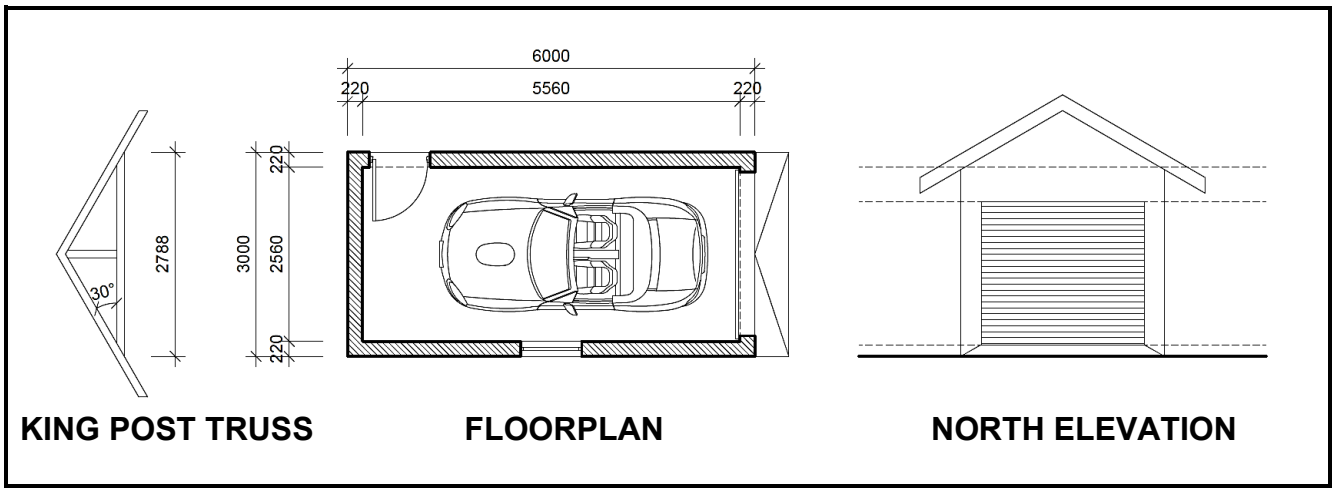

FIGURE 6.10
6.10 FIGURE 6.10 shows a floorplan of a garage with a gable roof, a north elevation and a king post roof truss.